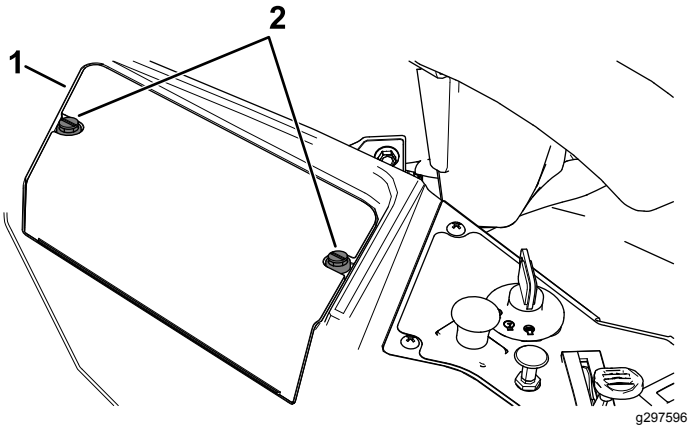

Figur 55
3. Løsne de to festene på batterideksel mot klokken 1/4 omdreining, og fjern batterideksel (Figur 55).
6. Monter batteridekselet ved å trykke ned og stramme de to festene med klokken (Figur 55).